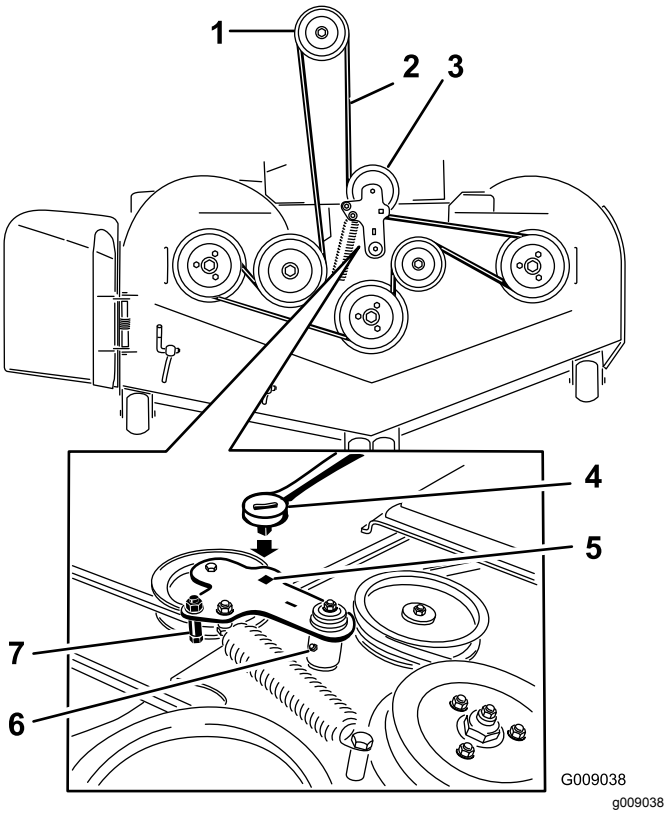

Figura 106
5. Levante la chapa de suelo e introduzca una llave dinamométrica en el taladro cuadrado del brazo tensor de la carcasa (Figura 106).
6. Gire cuidadosamente el brazo tensor de la carcasa en sentido horario y retire la correa del cortacésped (Figura 106).